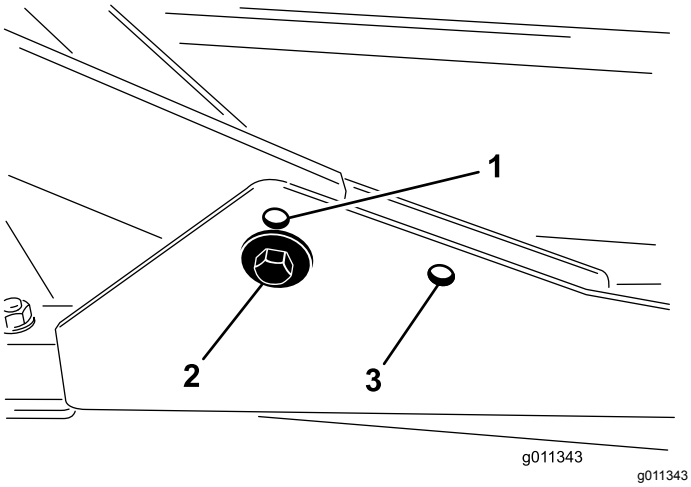

Figur 7
- For klippehøjder mellem 2,0 til 7,6 cm skal de forreste bærerrammer monteres i de nederste, forreste monteringshuller (Figur 7).
- For klippehøjder mellem 6,3 til 10 cm skal de forreste bærerrammer monteres i de øverste, forreste monteringshuller (Figur 7).
For alle klippehøjder skal den bageste klippeenhed monteres i de bageste monteringshuller (Figur 7).